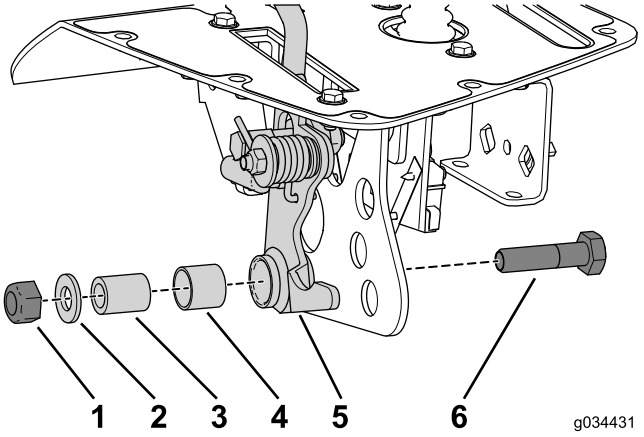

Figur 22
2. Använd låsmuttern, planbrickan, distansröret och skruven som du tog bort tidigare för att sätta fast handtagsenheten på fästet (Figur 22).